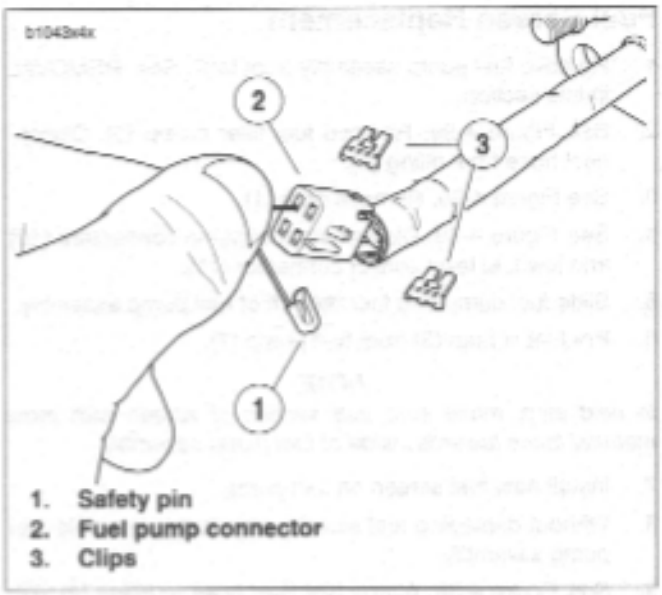

Figure 4-92. Fuel Pump Connector Disassembly
a. See Figure 4-92. Remove connector clips (3).
b. Insert push pin/safety pin (1), into connector as shown.